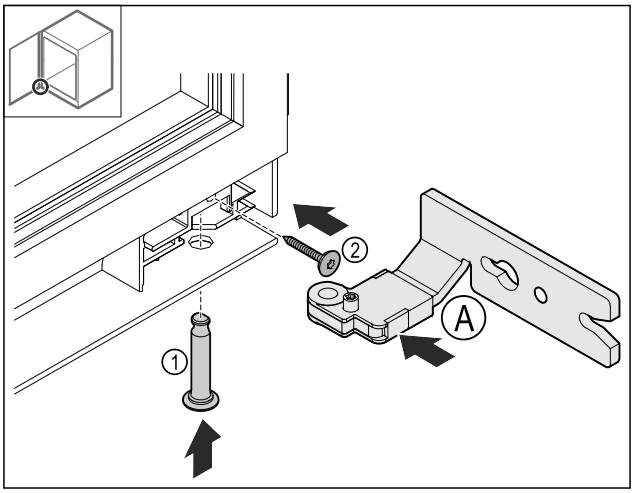

Fig. 27
▶ Introduceți balamaua inferioară *Fig. 27 (A)*.
▶ Introduceți bolțul *Fig. 27 (1)* și țineți-l ferm.
▶ Strângeți ferm șurubul *Fig. 27 (2)*.